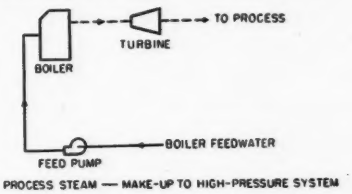

Fig. 2. Flow diagram in which process steam is taken directly from turbine
Fig. 2. End view of a Caterpillar Diesel cylinder liner showing hardened zone, which is approximately 0.070 in. deep, in the slots milled in after the hardening operation.
B. Steam taken directly from the steam lines or bled from the turbine with appropriate desuperheating and pressure-reduction as required, is used directly in process work, and the feedwater to the boiler, in part or in its entirety, is filtered or treated water. (Fig. 2.)